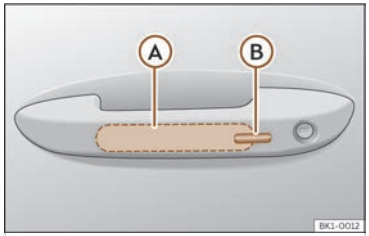

**Fig. 73** Door handle: sensor surfaces.
- Touch the sensor surface on the inside of the handle ››› Fig. 73 Ⓐ. All turn signals flash *twice*.
- Touch the sensor surface Ⓑ ››› Fig. 73 on the outside of the door handle. All turn signals flash once.
- Within 5 seconds, touch the sensor on the outside of the door handle once >>> Fig. 73 (B). Do not grip the handle while doing so. This temporarily deactivates the Keyless Access system.